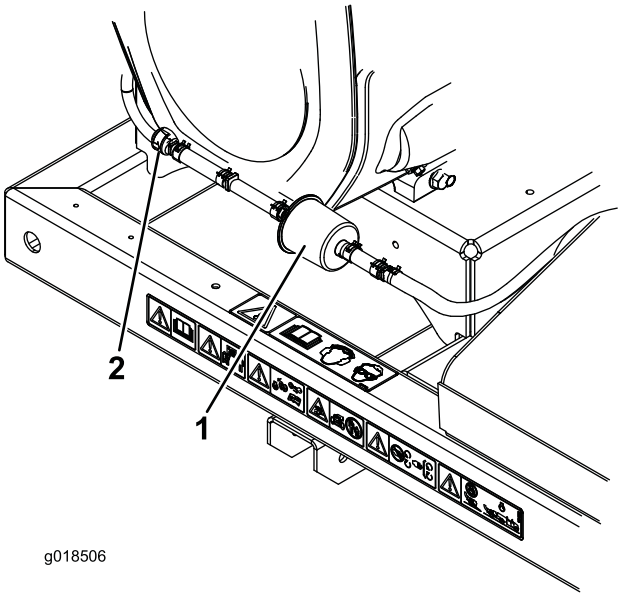

Rysunek 18
2. Odsuń od filtra sprężynowe zaciski przewodów po obu stronach filtra systemu oczyszczania węglowego pochłaniacza oparów (Rysunek 18).
3. Wyjmij i wyrzuć filtr węglowy (Rysunek 18).
4. Włóż nowy filtr, strzałką na filtrze skierowaną w stronę zaworu zwrotnego, a następnie zamocuj go za pomocą obejm przewodów (Rysunek 18).